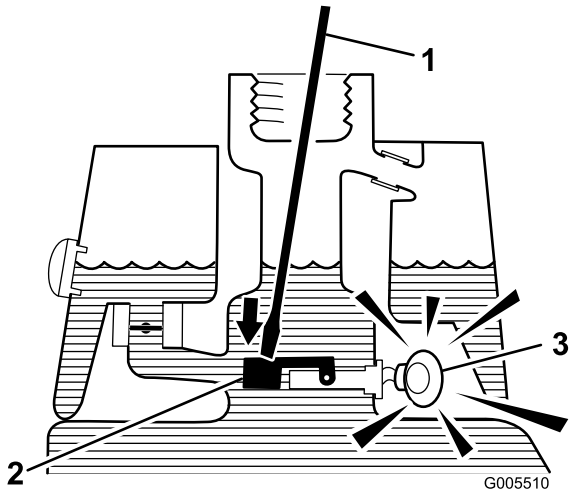

**Figur 28**
3. Sett en ren stang eller skrutrekker inn i tankåpningen, og trykk flytebryteren forsiktig ned (Figur 28). Alarmen skal gå etter tidsforsinkelsen på ett sekund.